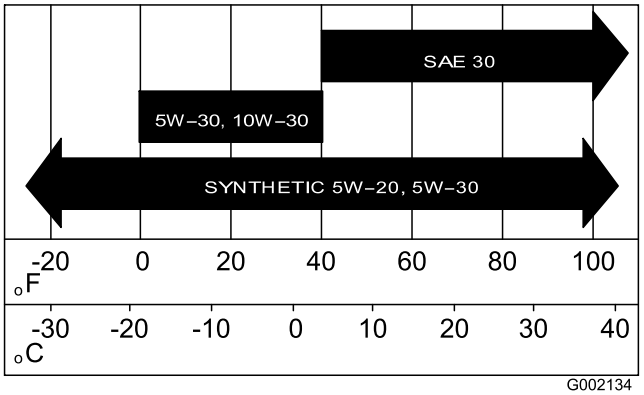

Figur 31
5. Fyld krumtaphuset med den angivne olie (Figur 31).